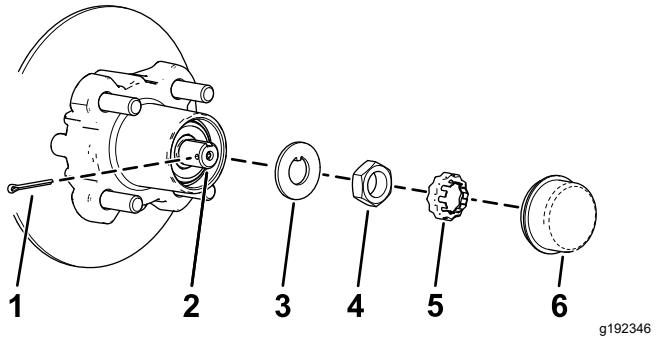
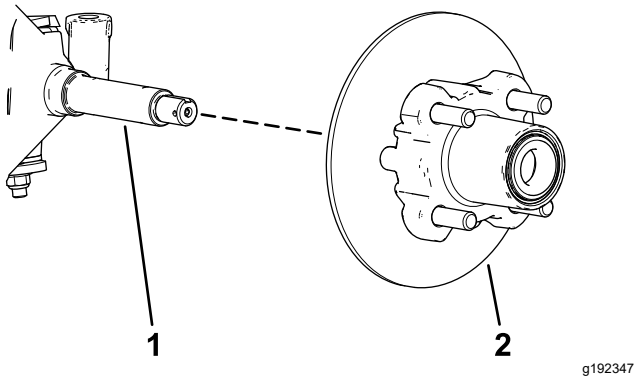

**Figur 33**
**Figur 34**
4. Fjern støvhætten fra navet (Figur 33).
5. Fjern låseclips og møtrikholder fra spindlen og spindelmøtrikken (Figur 33).
6. Fjern spindelmøtrikken fra spindlen og adskil nav- og rotorsamlingen fra spindlen (Figur 33 og Figur 34).